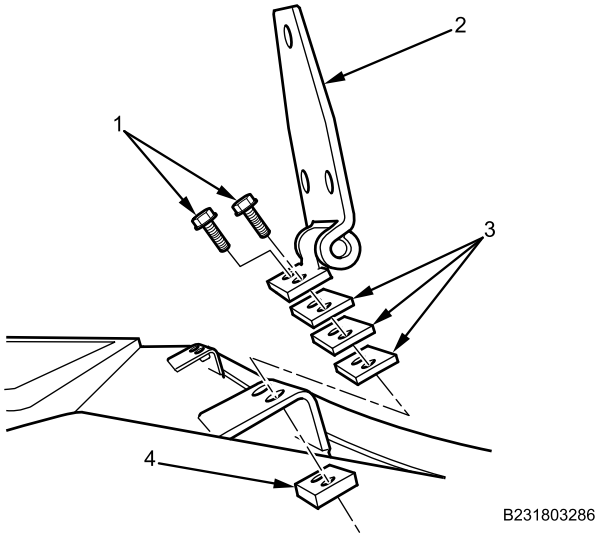

Figure 2. Emergency Hatch Hinges.
4. Remove four bolts (Figure 2, Item 1), two hinges (Figure 2, Item 2), spacers (Figure 2, Item 3), and two nut plates (Figure 2, Item 4).